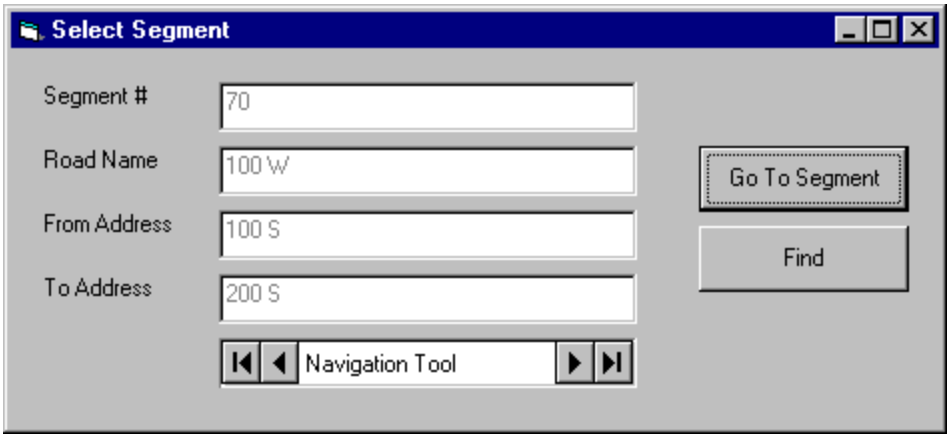

Figure 22. Edit Inventory Alternative Form
1. From the starting screen go to the **Inventory\Condition Survey Menu** and click "Edit Inventory." The form (shown in Figure 22) appears.
Use the navigation tool in the Edit Inventory Alternative form to scroll through the records until the desired record is found. Then press the "Go To Segment" button, and the Edit Inventory Information form (shown in Figure 22) appears, allowing segments to be edited or segment information to be viewed.